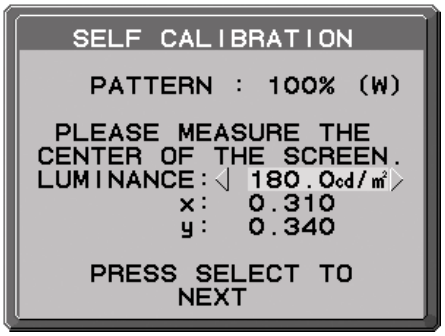

Abbildung S.4
6. Der Messbildschirm wird angezeigt. Messen Sie die Luminanz und den Farbwert in der Mitte des Displays mithilfe des externen Nahbereichs-Farbmessgeräts. Geben Sie den gemessenen Wert mithilfe der Steuerungstasten in LUMINANCE (LUMINANZ) und CHROMATICITY (FARBWERT) ein, und drücken Sie dann SELECT (**Abbildung S.4**).